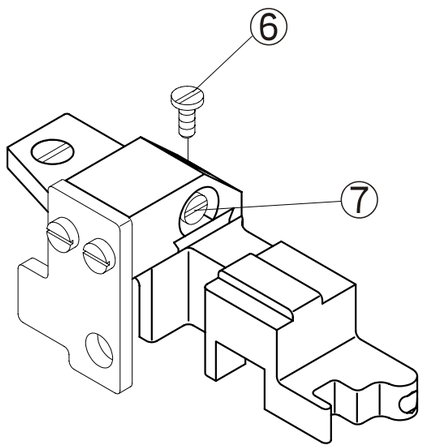

Fig. 26
(3) Ajuste del sensor mencionado arriba (Fig. 26)